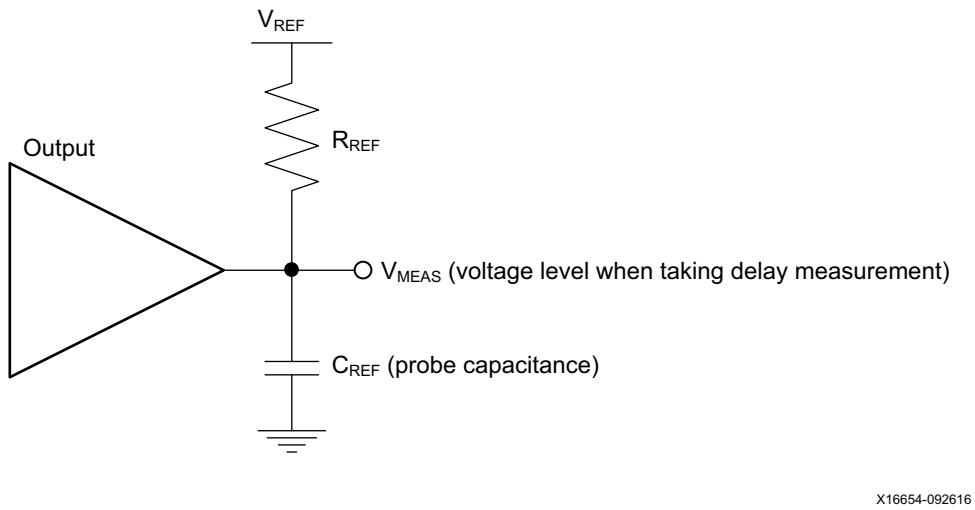
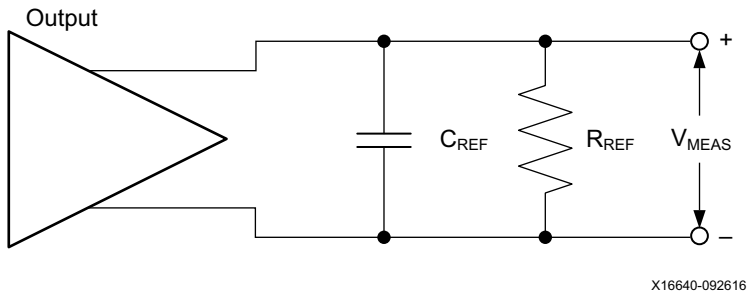

Figure 1: **Single-ended Test Setup**
Figure 2: **Differential Test Setup**
4. This is an input voltage reference that bears no relation to the V_{REF} / V_{MEAS} parameters found in IBIS models and/or noted in Figure 1.
Output delays are measured with short output traces. Standard termination was used for all testing. The propagation delay of the trace is characterized separately and subtracted from the final measurement, and is therefore not included in the generalized test setups shown in Figure 1 and Figure 2.